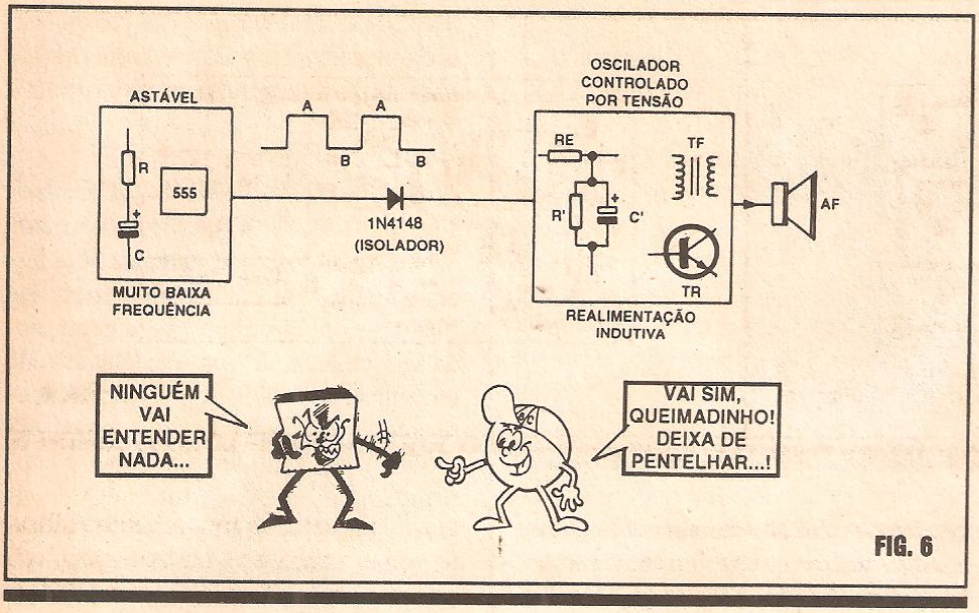

FIG. 6
-FIG. 6 - O CIRCUITO - COMO FUNCIONA - "Blocando" o "esquema" nos seus módulos básicos (como costumamos fazer nas "Lições" teóricas anexas às "Aulas" Práticas do ABC...) fica fácil entender o funcionamento geral do circuito! Centrado no 555 temos um oscilador de muito baixa Frequência (o intervalo entre cada pulso gerado, ou a duração de cada ciclo completo, pode levar muitos segundos...), esta basicamente determinada pelos valores dos resistores e do capacitor anexos (R-C). Quem quiser saber - com precisão "matemática", a real Frequência, deve recorrer as fórmulas já mostradas na "Aula" sobre o 555 como ASTÁVEL (ABC nº 18). Vão lá, que não vamos mais "dar boi" aqui... Afinal Vocês já estão se tornando "quase técnicos" e não podem mais ser tratados como "calouros" boquiabertos... Já é mais do que hora de começarem a usar os próprios neurônios, com maior assiduidade... Voltando às explicações, a saída desse ASTÁVEL com 555 é constituída de uma série de "estado" altos (A) e baixos (B), ou seja: instantes em que o pino 3 do dito Integrado assume Tensão próxima do **positivo** da alimentação (6 ou 9V) seguido de momentos em que a dita saída fica **negativa** (quase "zero" volt...). Um diodo 1N4148 no percurso do aproveitamento dessa saída, isola os comandos e os apresenta a um simples (porém muito eficiente...) oscilador controlado por Tensão (tecnicamente chamado de VCO, das iniciais em Inglês da mesma expressão que o designa...), baseado no transístor BC549, que trabalha sob realimentação indutiva (via "trafinho pinta vermelha"), e apresenta seus sinais diretamente através do alto-falante mini... Nesse oscilador controlado por Tensão (é a FREQUÊNCIA o parâmetro determinado pela Tensão de controle...), à medida em que o capacitor C' é carregado via resistor de entrada RE, **sobe** a tonalidade (fica o som mais agudo...).